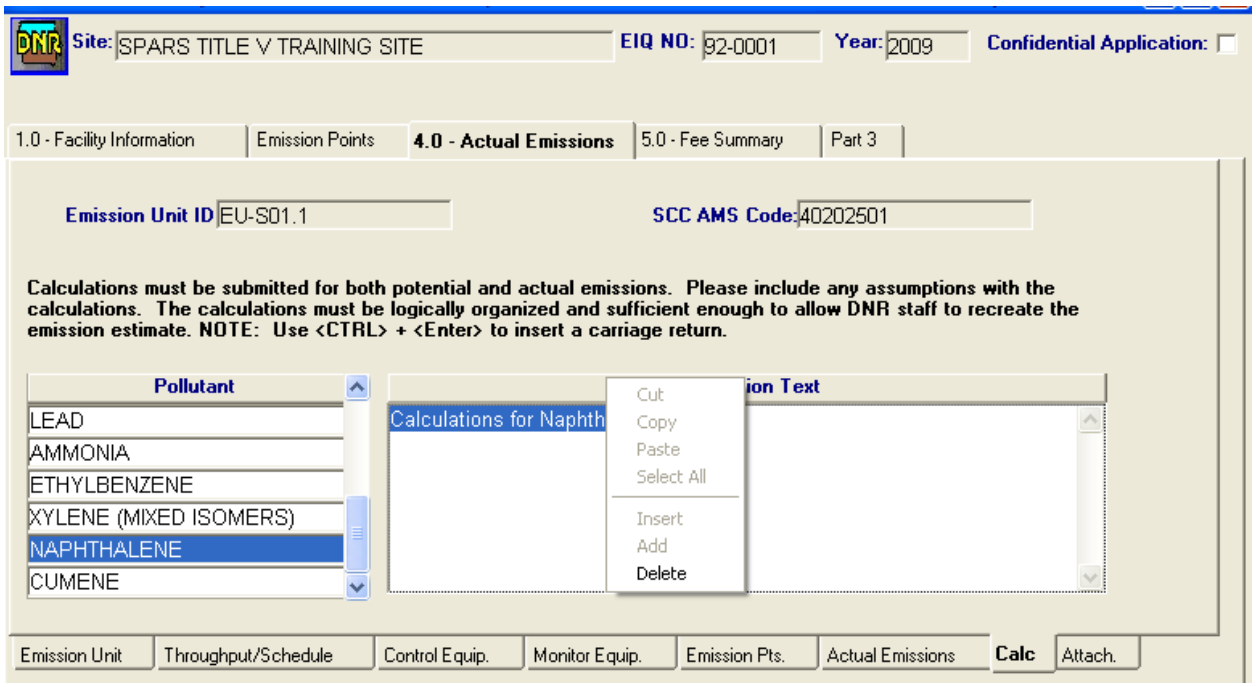

Figure 9.39 – Information to be deleted from the Calculation Text box
4. Highlight the pollutant to be removed. Any information in the **Calculation Text** box must be deleted first. To do this, highlight all the information inside the **Calculation Text** box, right click your mouse and choose "**Delete**" (see Figures 9.39 and 9.40). Save these changes.